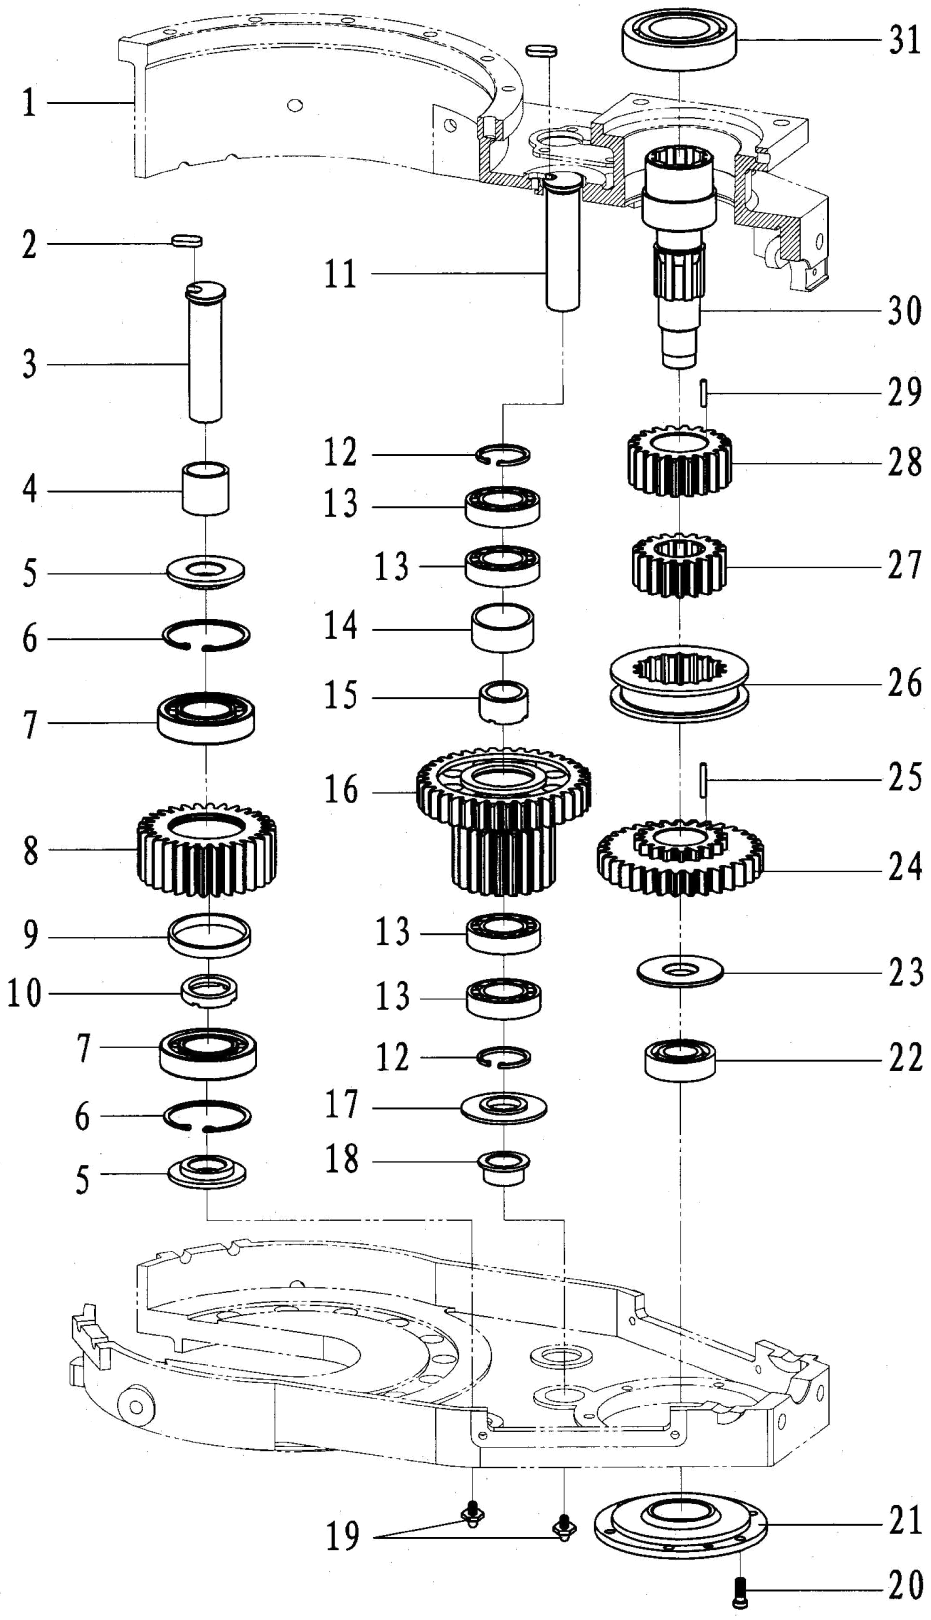

Fig.6
9.2.4 Transmission and parts list（Fig. 6,Table 6）